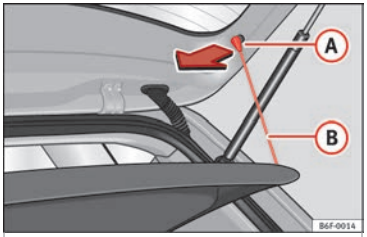

Fig. 165 In the luggage compartment: removing and installing the rear shelf.
- Detach the cord loops **»» Fig. 165** (B) from their hooks (A).
- Hook the loops ››› **Fig. 165** (B) to the rear lid.